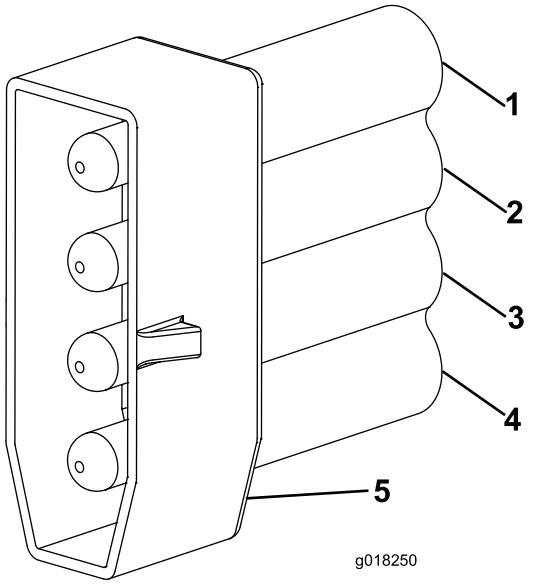

Figur 12
7. Monter PM4-ledningskablets konnektor på ledningskablet ved at skubbe benene ind i konnektoreren. (Figur 12). Find og marker dette stik som det højre for at gøre kabelidentifikation lettere, når du laver tilslutningerne til maskinens hovedledningsnet.